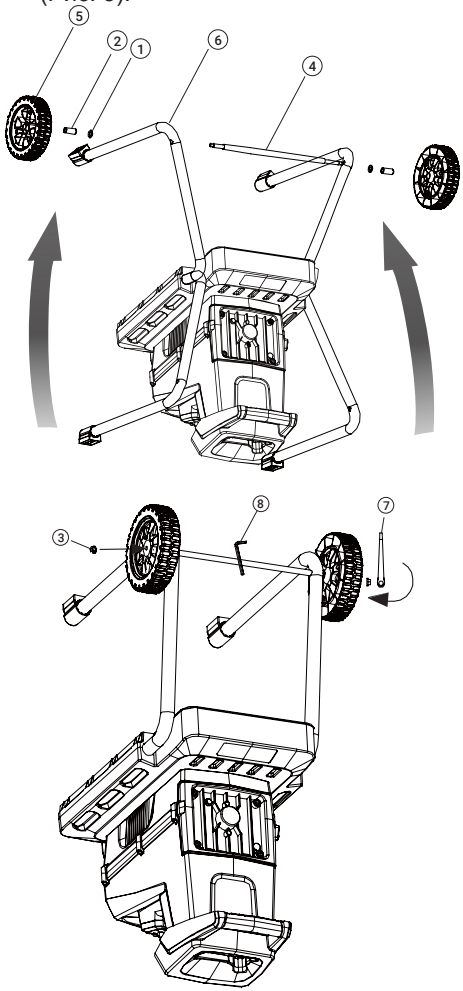

Рис. 3 Установка колес
2. Переверните измельчитель вверх ногами и отведите опоры 6 вверх (Рис. 3).
3. Установите ось 4, шайбы 1, втулки 2, колеса 5, гайки 3. Застопорите ось колес шестигранным ключом 8 и затяните гайки 3 гаечным ключом 7 (Рис. 3).